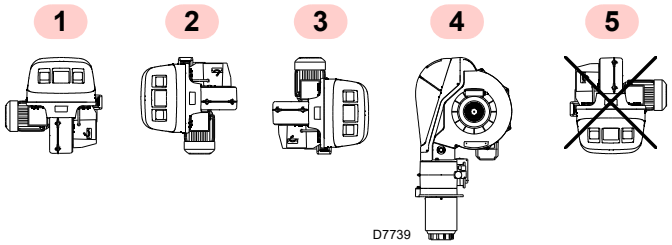

Fig. 13
- Le brûleur est exclusivement prévu pour fonctionner dans les positions **1**, **2**, **3** et **4** (Fig. 13).